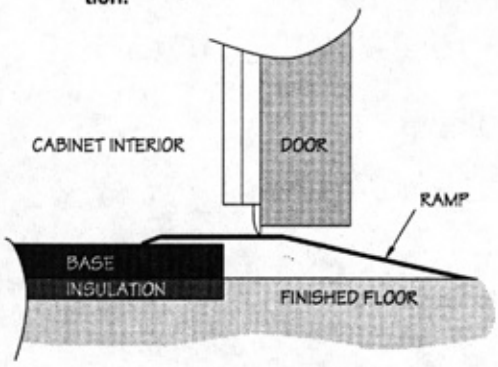

Figure 6-1—Surface mounted installation
3. Install ramp(s) as illustrated in Figure 6-1. On refrigerators or freezers, when the ramps are properly installed, heat from the heater wire will be transferred to the ramp to prevent condensation.